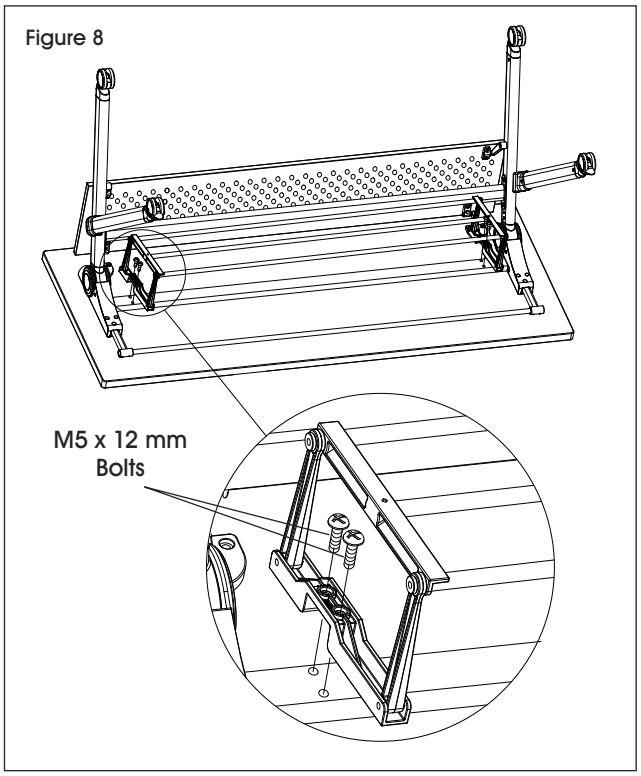

Figure 8
10. Attach the remaining long plastic panel hinge (8) and small plastic panel bracket (7) to the opposite side of the modesty panel (2).
12. Attach shelf (16) to square metal crossbar (4) using four M5 x 12 mm bolts (13). Tighten using Phillips screwdriver. (See Figure 8)